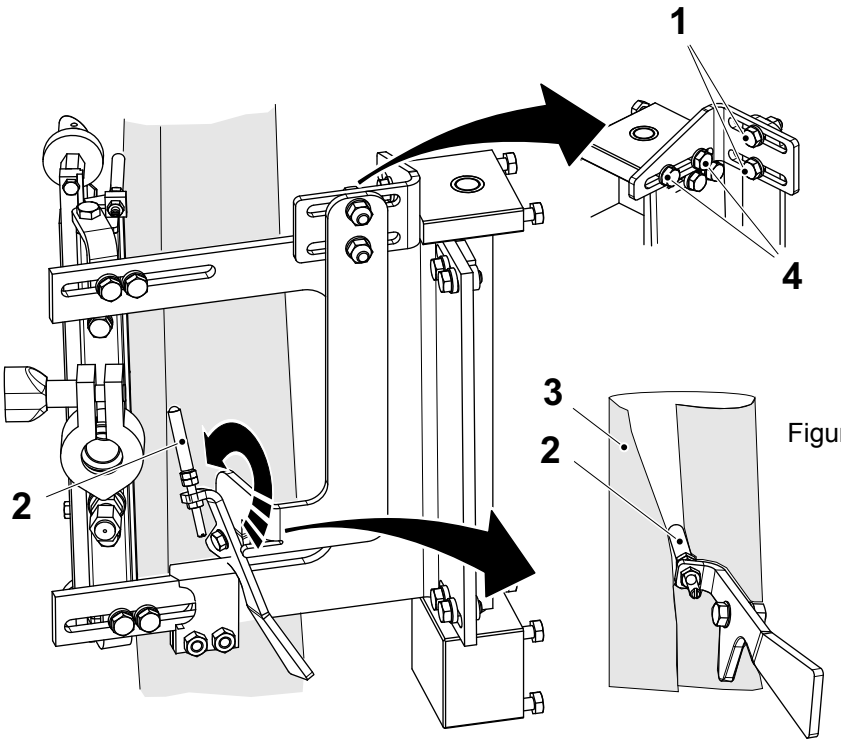

Figura 1
a) Aflojar los dos tornillos (1).
b) Ajustar el rodillo (2) de modo que separe los bordes del material de envasado (3) hasta el rodillo de presión abajo cuando el elemento longitudinal está fuera, y el rodillo (2) está dentro, ver la figura 1.
c) Apretar los dos tornillos (1).
d) Aflojar los dos tornillos (4).
e) Ajustar el rodillo (2) de modo que no toque el material de envasado (3) cuando el rodillo (2) está en su posición superior.
f) Apretar los dos tornillos (4).